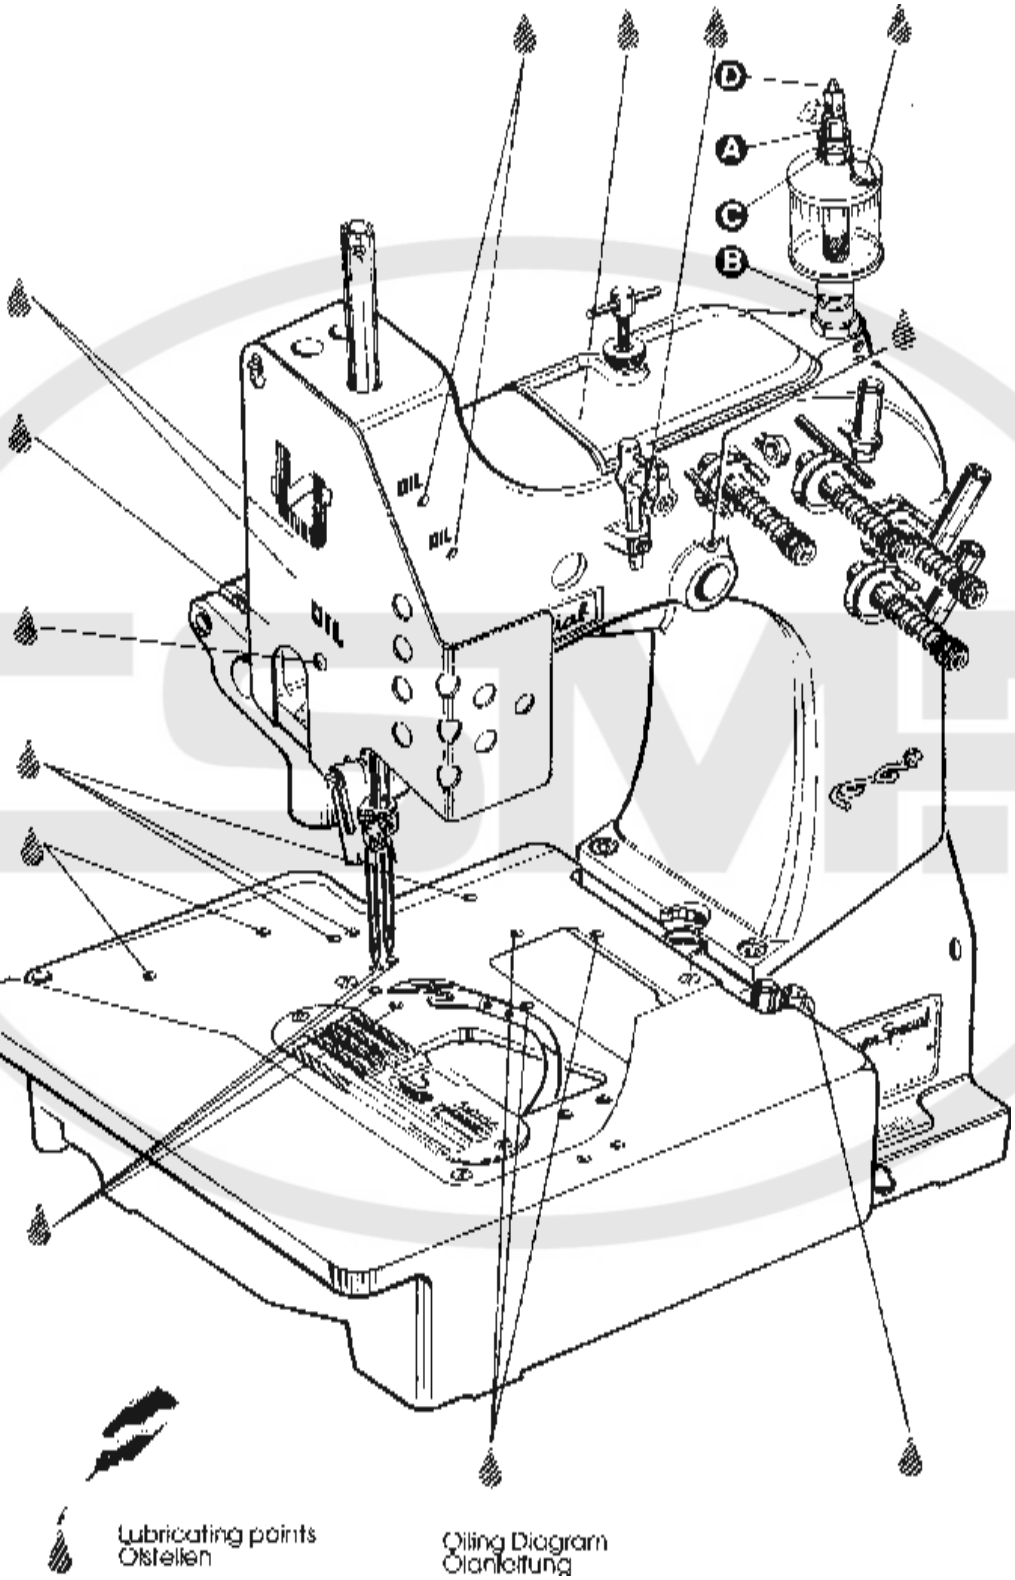

Fig. 1
Before operating a new machine for the first time, the sight feed oiler has to be adjusted. All lubricating points, indicated on the oiling diagram (Fig. 1) have to be oiled.
For adjusting fill the sight feed oiler halfway with oil and turn the metering pin (A, Fig. 1) a little bit out and then turn it in, until there will flow two to three drops of oil per minute. This can be checked on the sight glass (B). Secure the setting of the metering pin with lock nut (C). Fill the oiler.
Bevor eine neue Maschine zum ersten Mal in Betrieb genommen wird, muß der Tropföler eingestellt werden. Alle in der Ölanleitung (Fig. 1) angegebenen Ölstellen müssen geölt werden.
Füllen Sie den Tropföler zum Einstellen halb mit Öl und drehen Sie den Zumeßstift (A, Fig. 1) etwas aus und dann so weit ein, bis pro Minute zwei bis drei Tropfen Öl fließen. Dies kann am Schauglas (B) geprüft werden. Sichern Sie die Einstellung des Zumeßstiftes mit der Kontermutter (C). Füllen Sie den Öler.
The machines of class 81300 have to be cleaned and lubricated twice a day before the morning and afternoon start on the lubrication points indicated on the oiling diagram (Fig. 1, page 10). The sight feed oiler has to be kept filled and should be ajdusted so, that it feeds two to three drops of oil per minute. The oiler has to be refilled latest, when 2/3 of the oil are used up (see also page 11).
Die Maschinen der Klasse 81300 müssen zweimal täglich, vor der Inbetriebnahme am Morgen und Nachmittag, gereinigt und an den in der Ölanleitung (Fig. 1, Seite 10) angegebenen Stellen geölt werden. Der Topföler muß gefüllt und so eingestellt sein, daß pro Minute zwei bis drei Tropfen Öl fließen. Der Öler muß spätestens nachgefüllt werden, wenn 2/3 der Ölmenge verbraucht sind (siehe auch Seite 11).